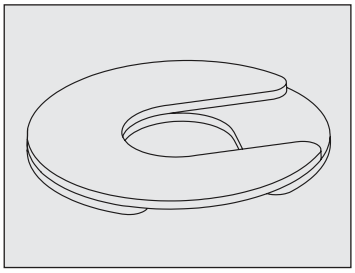

***Fig. 10.*** Install multiple shims with offset slots.
- If more than one shim is used, be sure shim slots are offset. See fig. 10.
- **DO NOT** use more than four (4) shims on a castor.